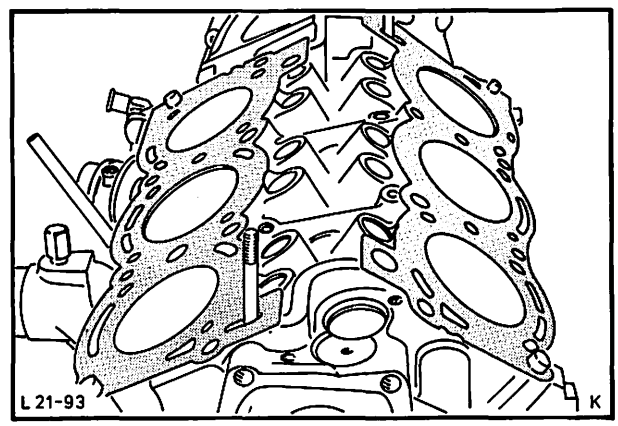

Abb. 208 Zylinderkopfdichtungen auflegen, „C"-Motor
12. Nach Reinigen der Dichtflächen (Zylinderblock – Zylinderköpfe – Ansaugkopf) neue Zylinderkopf-Dichtungen über die Führungshülsen auf den Zylinderblock auflegen, Abb. 208.